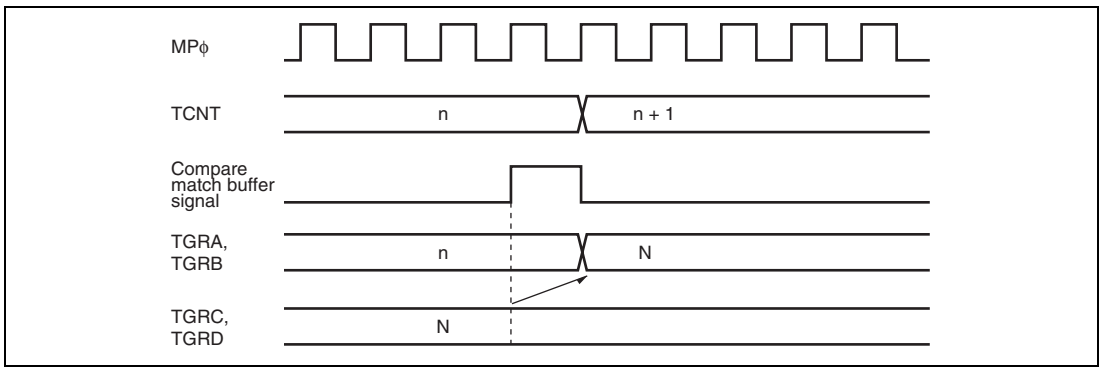

**Figure 10.103 Buffer Operation Timing (Compare Match)**
**Buffer Operation Timing:** Figures 10.103 to 10.105 show the timing in buffer operation.